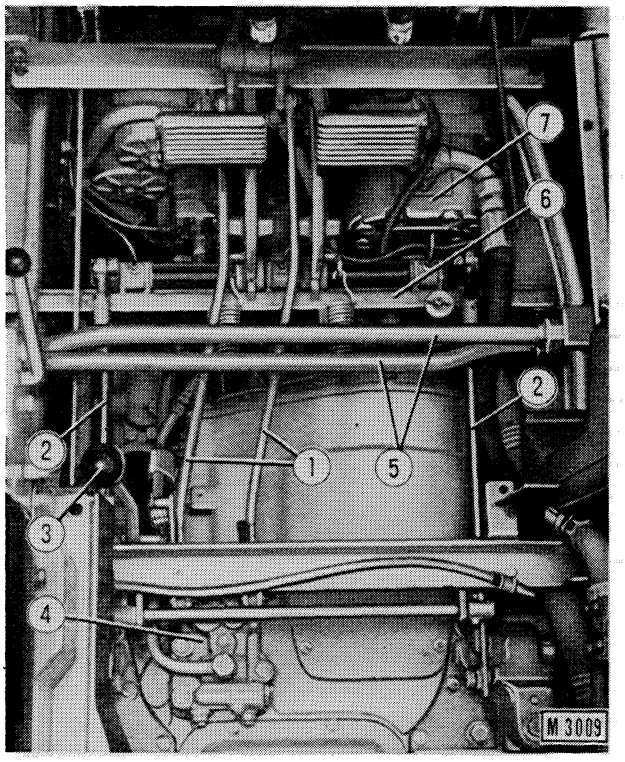

Fig. 6-1 - Top view of converter - transmission assembly
To remove crossmember together with pedals, remove steering clutch actuating links (1, fig. 6.1), dashboard center guard and lift cylinder lines (5).
Working from above, remove transmission oil filler pipe, equipment pump (7, fig. 6-1), lines connecting torque converter/transmission unit to oil cooler and drive shaft from torque converter/transmission unit.